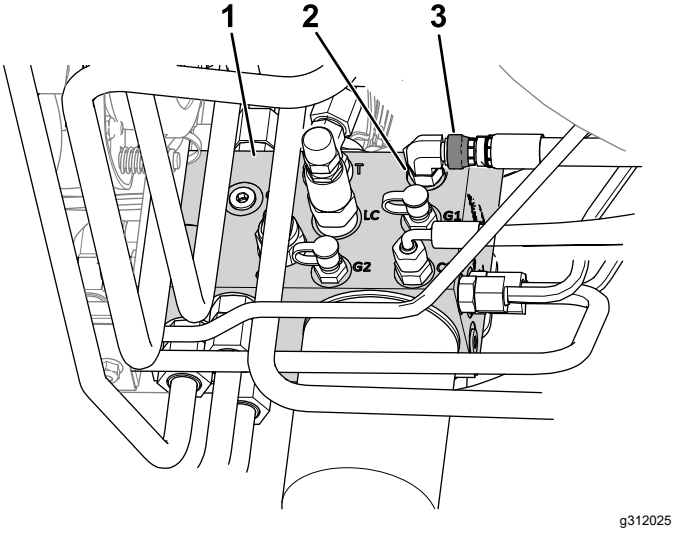

Figura 9
B. Allentate il dado girevole del flessibile collegato alla porta C1 del collettore idraulico (Figura 9).
E. Serrate il dado girevole del flessibile sulla porta C1 (Figura 9) a una coppia di 41 N·m.